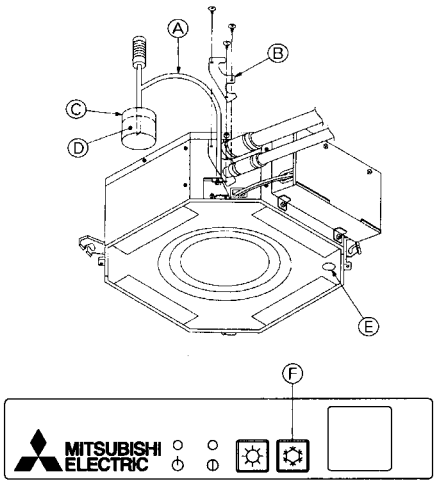

Fig. 10-2
10.4. Check drainage (Fig. 10-2)